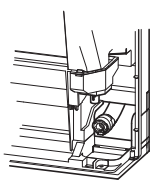

Fig. 4
- Når du legger avtappingsslangen, må du påse at avtappingsslangen (1) føres som vist. (Fig. 4)